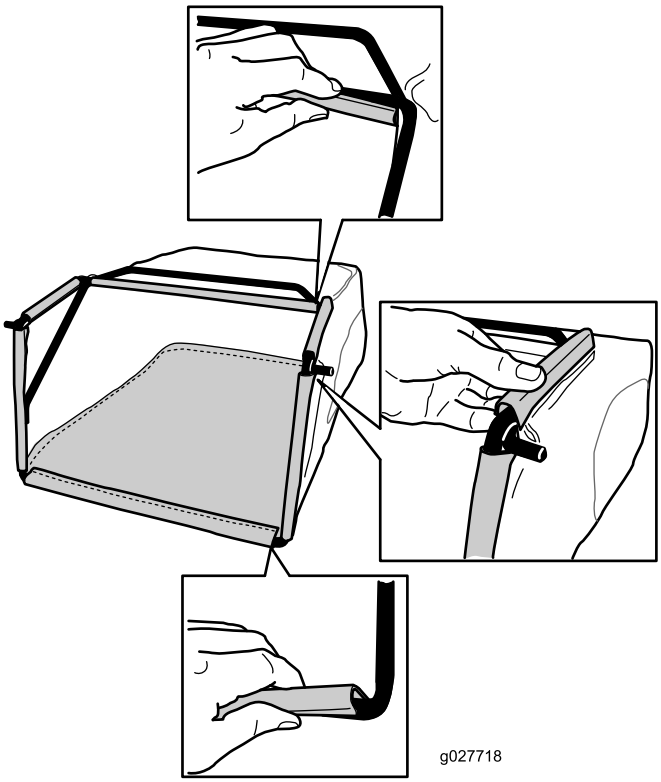

Rysunek 9
2. Zaczep dolny kanał worka na dolną część ramy (Rysunek 9).
3. Zaczep kanały boczne i kanał górny worka odpowiednio na boczne i górne elementy ramy (Rysunek 9).